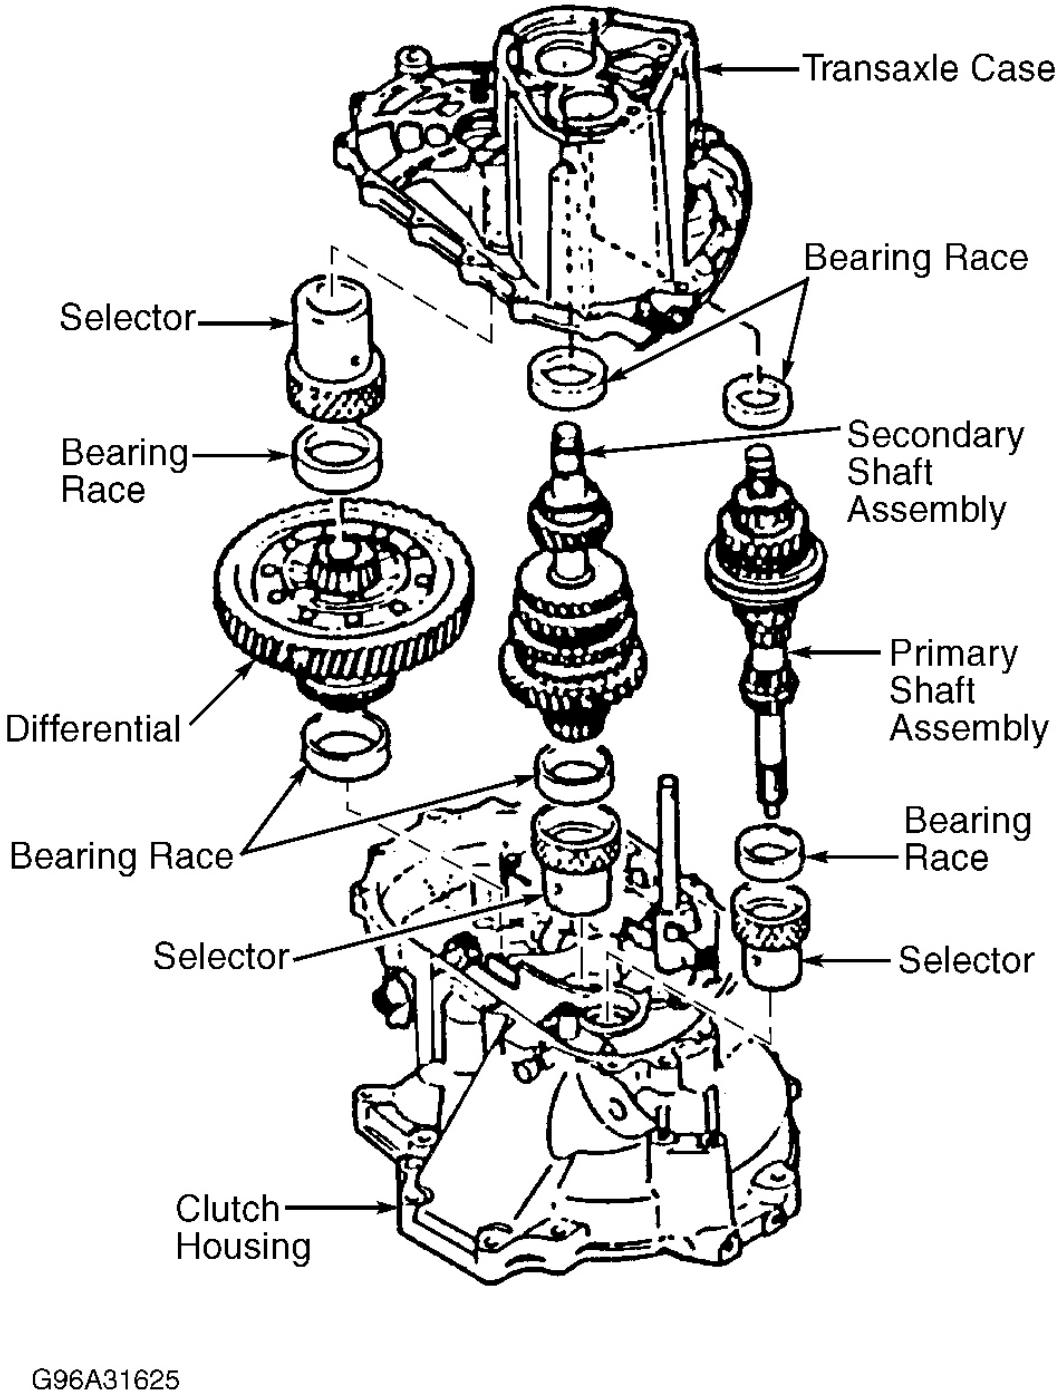

Fig. 14: Identifying Selector Location
2. Remove primary and secondary shaft outer race from clutch housing. Remove differential bearing outer race from transaxle case. Note selector arrangement. See **Fig. 14** .